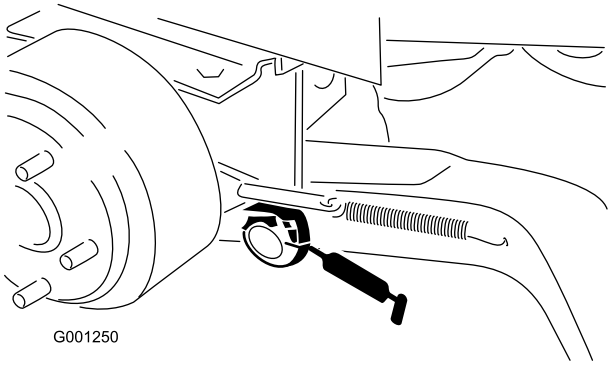

**Figuur 38**
- Lagerbussen van draaipunt van hefarm (Figuur 38)